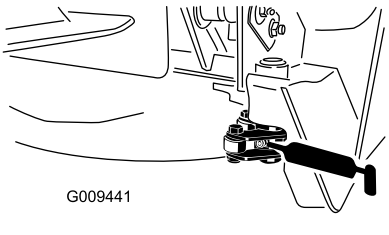

Figuur 62
- 2 draaipunten van sluiting (Figuur 62)